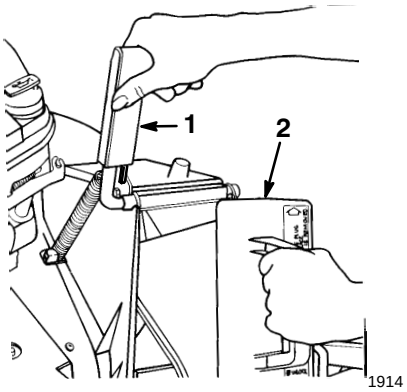

Figure 5
2. Open the discharge door by moving the handle rearward (Fig. 5).
4. Rotate the plug clockwise slightly while inserting it (Fig. 5).